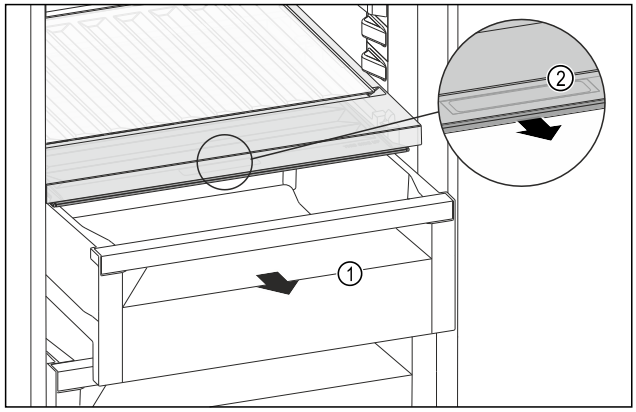

Fig. 144
▶ Extrageți sertarul *Fig. 144 (1)*.
▶ Prindeți mânerul încastrat *Fig. 144 (2)* de la capacul compartimentului și trageți concomitent capacul compartimentului spre partea frontală.